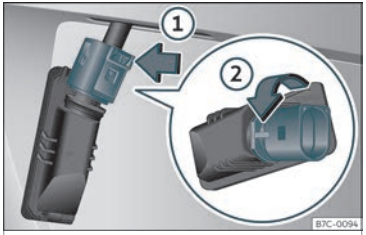

Fig. 53 Luz de matrícula:desmontar o portalámpadas.
– Prema no bloqueo do conector no sentido da frecha ››› **fig. 53** ① e extraia o conector.
– Xire o portalámpadas no sentido da frecha ››› **fig. 53** ② e extráiao xunto coa lámpada.
– Encaixe o portalámpadas na luz da matrícula e xíreo ata o tope en sentido contrario ao da frecha ››› **fig. 53** ②.